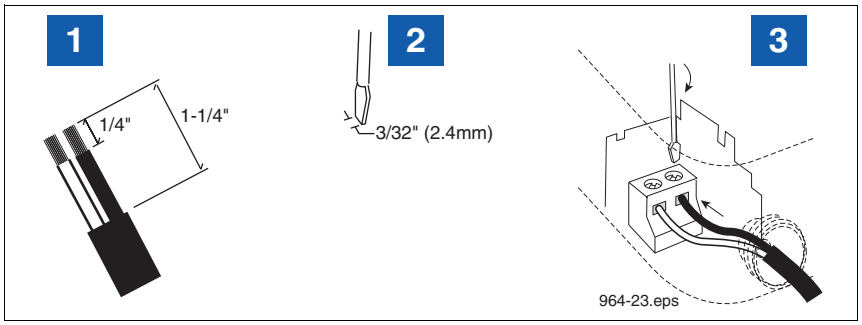

Figure 18. Connecting sensor wiring to sensor terminal block
4. Strip back cable jacket and wires as shown in Figure 18.
LEGEND FOR NUMBERED BOXES IN Figure 18
5. Slide the nut over the cable. Choose the correct size bushing and slide it over the cable. Dress the cable jacket according to the dimensions in Figure 18. Insert the cable into the appropriate opening at the bottom of the housing. Insert each wire into the appropriate terminal and tighten. Leave a small amount of slack in each wire. Slide the bushing into the bottom of the housing. Hand tighten the nut.
9. Slide the nut over the cable. Choose the correct size bushing and slide it over the cable. Dress the cable jacket according to the dimensions in Figure 18. Insert the cable into the appropriate opening at the bottom of the housing. Insert each wire into the appropriate terminal and tighten. Leave a small amount of slack in each wire. Slide the bushing into the bottom of the housing. Hand tighten the nut.